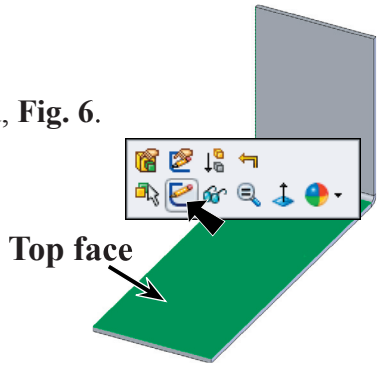

Fig. 6
Step 1. Click the **top face** and click **Sketch** on the Content menu, **Fig. 6**.